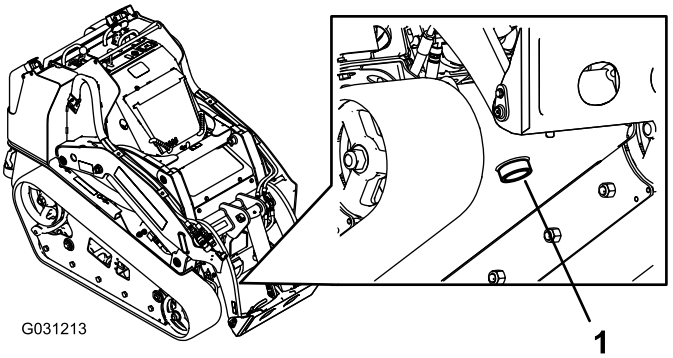

Rysunek 60
7. Umieść duży pojemnik (o pojemności co najmniej 57 litrów) pod korkiem spustowym z przodu zespołu jezdnego (Rysunek 60).
8. Odkręć korek spustowy i poczekaj, aż olej ścieknie do pojemnika (Rysunek 60).